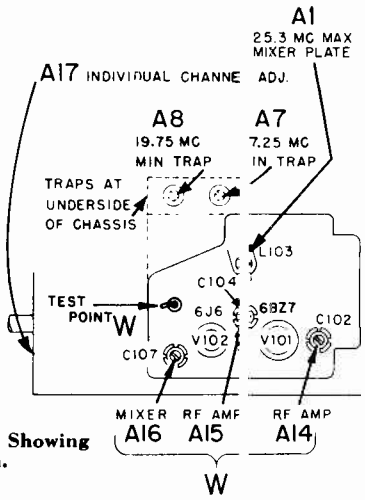

Figure 10. Top of TV Tuner, Showing Adjustment Location.
c. Connect oscilloscope through a 10,000 ohm resistor to test point "W" on tuner (figure 10). Keep scope leads away from chassis.